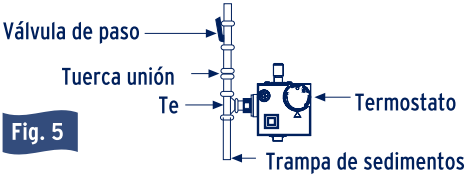

Fig. 5
- Trampa de sedimentos (separador de sedimentos), como se indica en la Fig. 5, para evitar la entrada de polvo y materia extraña al termostato.